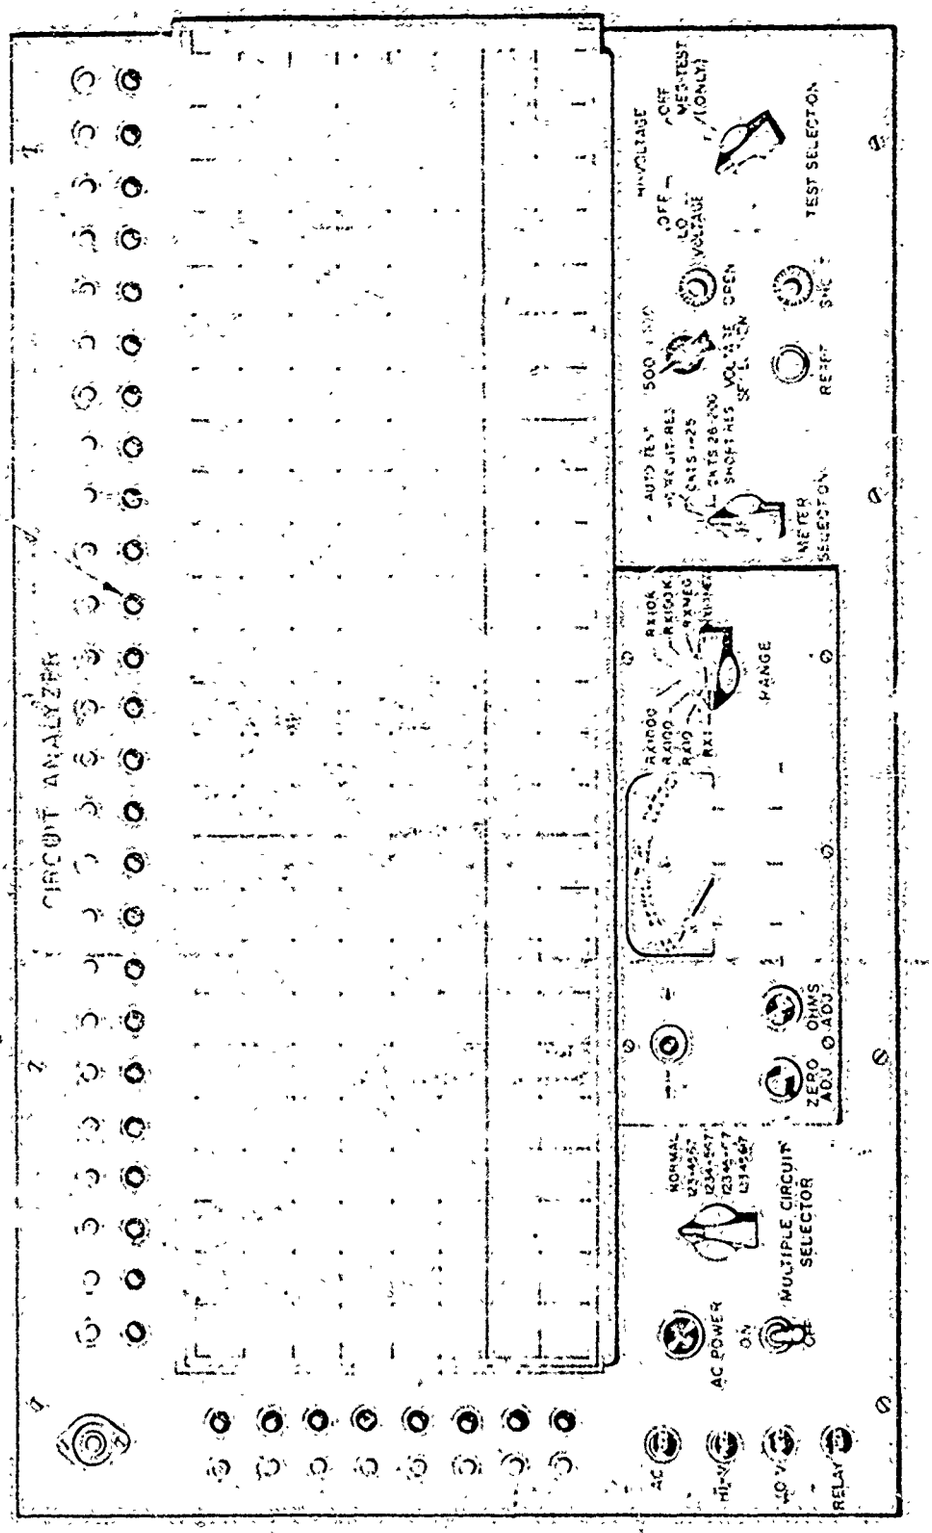

Figure 2. CIRCUIT ANALYZER PANEL
4.1.2 Set the circuit analyzer panel switches, Figure 2, as follows:
e. VOLTAGE SELECTION switch to 1000 (V).
4.3.2 Place the Chart Assembly, BuWeps Dwg. 1984228 onto the circuit analyzer panel, Figure 2.